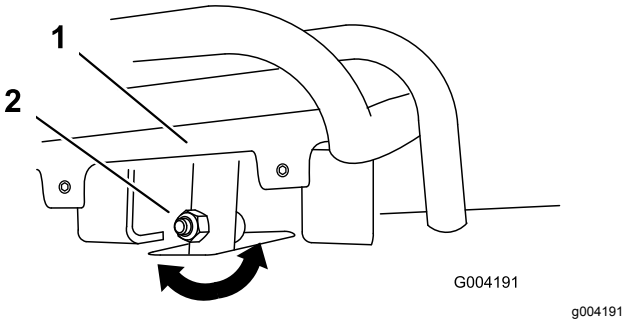
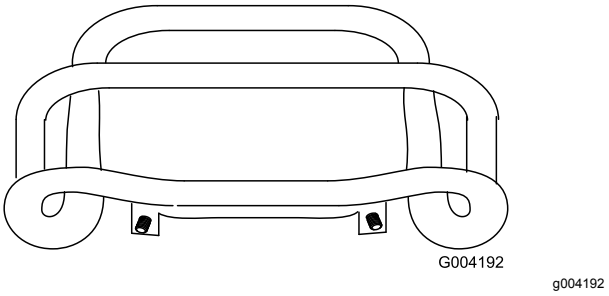

Figuur 52
Figuur 53
4. Als de voorzijde van de tractiebediening niet gelijk en recht tegen de referentiebalk rust, draai dan de moer en bout van de tractiebediening los (Figuur 52).
5. Stel de tractiebediening zo af, dat deze gelijk en recht tegen de referentiebalk rust als de bediening recht naar achteren wordt getrokken (Figuur 52 en Figuur 53).
C. Draai de flensmoer en bout in de stang van de tractiebediening los (Figuur 52).
I. Stel de tractiebediening zo af, dat deze gelijk en recht tegen de referentiebalk rust als de bediening recht naar achteren wordt getrokken (Figuur 52 en Figuur 53).